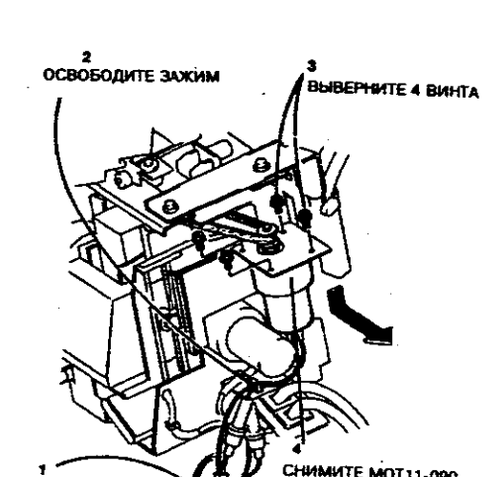

**Рисунок 2. Снятие двигателя транспортера степлера №2 (MOT11-090)**
5. (Рисунок 2) Снимите двигатель транспортера степлера №2 (MOT11-090).